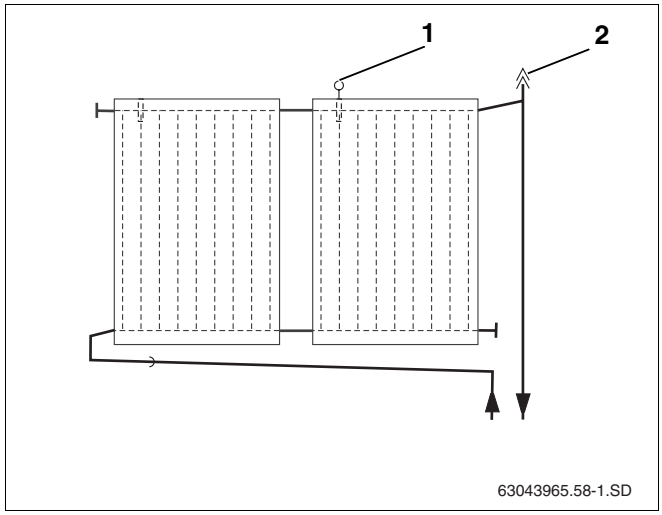

Afb. 58 Beeld luchtbeker met ontluchter voor vertrekaansluiting
Als u het zonnesyteem met behulp van een automatische ontluchter (toebehoren) wil ontluchten op het hoogste punt van de installatie, moet u de vertrekleiding met een stijging naar de ontluchter (afb. 58, **pos. 2**) en de retourleiding met een stijging naar het collectorveld plaatsen (afb. 58).